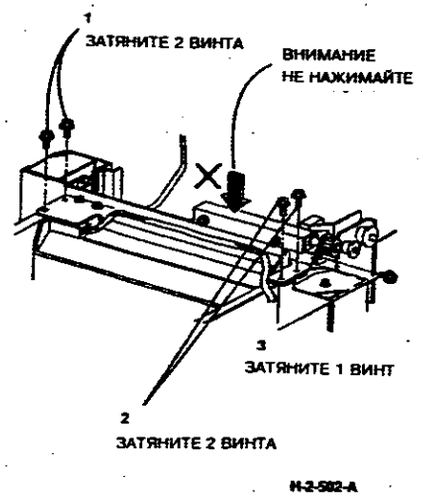

**Рисунок 4. Установка приводного вала механизма подравнивания**
3. (Рисунок 4) Установите узел приводного вала механизма подравнивания.
*ПРИМЕЧАНИЕ: (Рисунок 4) Наживите, не затягивая, 5 фиксирующих винтов, затем затяните их в показанном на рисунке порядке.*